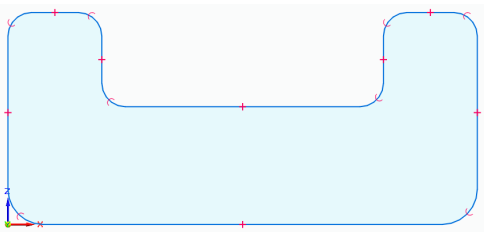

***Figure 2-51*** *Sketch after creating fillets*
6. Select the remaining corners of the sketch one by one and then fillet them with a radius of 10. The sketch after creating fillets is shown in Figure 2-51. Next, exit the tool by choosing the **Select** tool from the **Select** group of the **Home** tab.